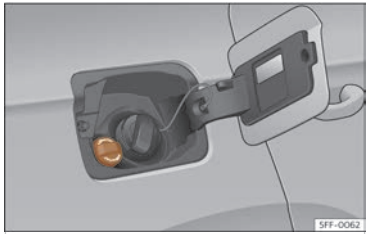

Fig. 216 Bouchon de la goulotte de remplissage du réservoir d'AdBlue®.
- Ouvrez la trappe à carburant >>> fig. 216.
- Dévissez le bouchon de l'orifice de remplissage de SCR >>> fig. 216.